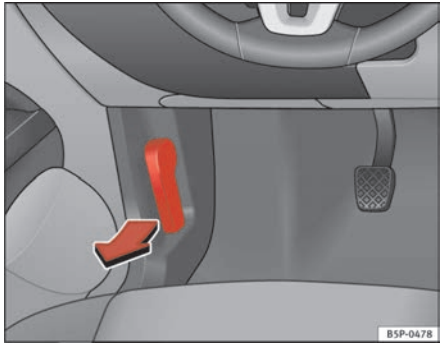

Fig. 156 Detail of foot-well area on driver's side: lever for unlocking the bonnet.
– To release the bonnet, pull the lever under the dashboard ⇒ fig. 156 in the direction indicated (arrow). The bonnet will be released by a spring action ⇒ ⚠.